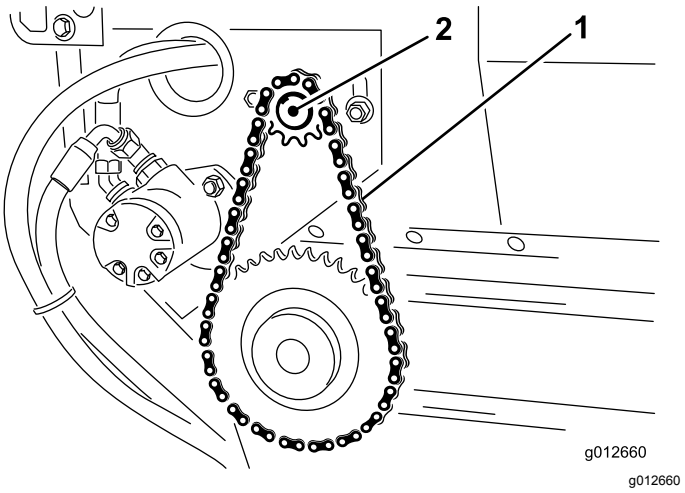

Rysunek 18
3. Poluzuj śruby i nakrętki mocujące zespół silnika i koła łańcuchowego do ramy głównej (Rysunek 18).
4. Obróć zespół silnika i koła łańcuchowego (Rysunek 18), korzystając ze szczelin montażowych, aż ugięcie taśmy przenośnika wyniesie 3,2 mm.
5. Dokręć śruby mocujące (Rysunek 18).